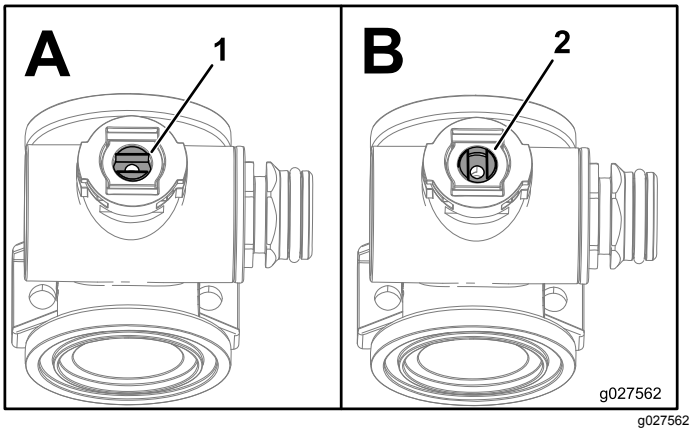

Figur 76
1. Placer ventilspindelen, så den er i lukket position (Figur 76 B).